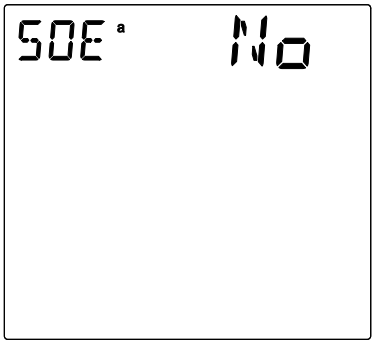
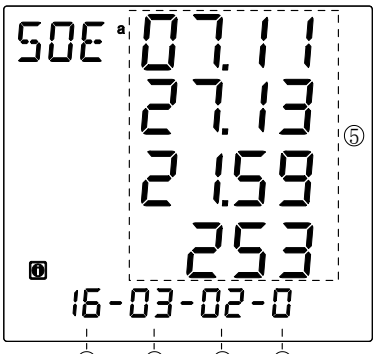

Fig 3-5-1 No SOE record
Fig 3-5-2 SOE record
If there is no SOE records in RAM, after entering inquiry SOE mode, the upper display shows "NO", as shown in fig. 3-5-1. If there is SOE records in RAM,The "" sign is displayed in the lower left corner of the screen.After entering inquiry SOE mode, as shown in fig. 3-5-2:
④ Status of event. 0: “on” to “off” ; 1: “off” to “on”.
⑤ The time of the event occur.See in fig 3-5-2: the time of the event occurs is 2007-11-27 13:21:59 253ms